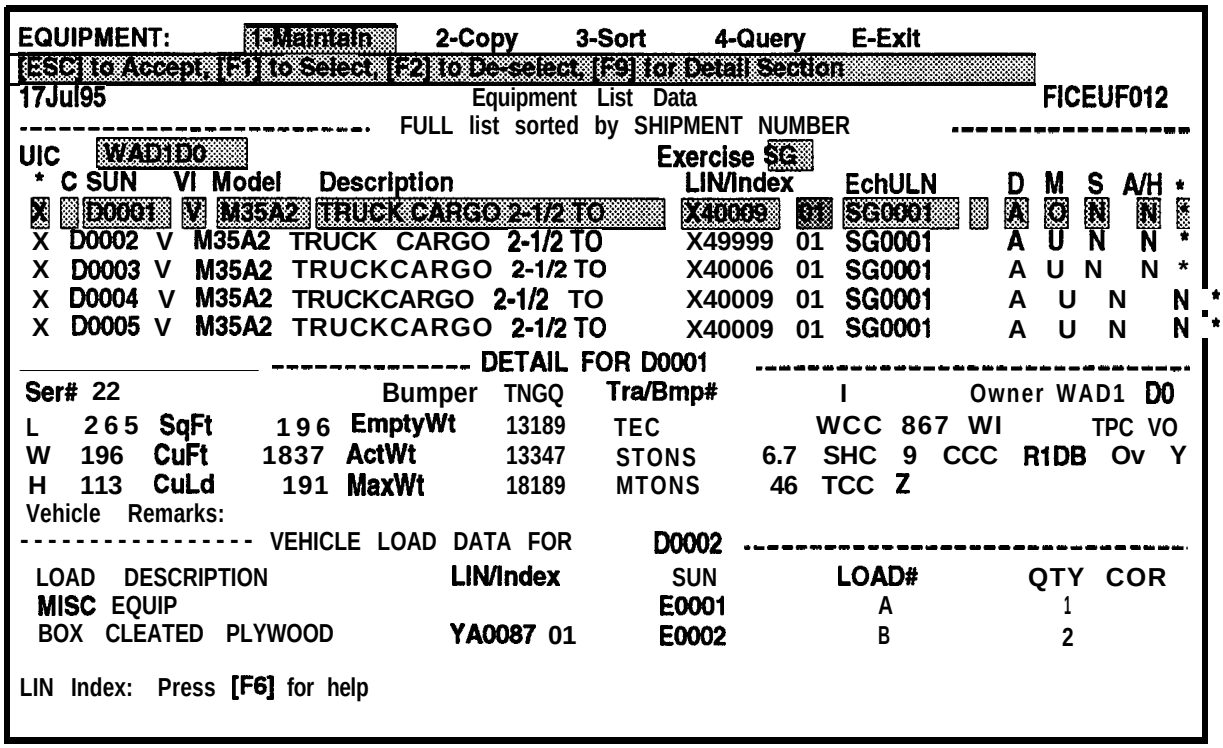

Figure 5-32. Equipment List Data Screen with Data
e. Select **Maintain** from the EQUIPMENT: ring menu. The **first** five pieces of equipment for the exercise you selected will be displayed in the Vehicle **Section** of the screen, as shown in Figure 5-32 . The first piece of equipment will he highlighted. The cursor will **be the Index field. The dimensional data and other detailed characteristics for this vehicle will be displayed in the Detail Section** of the screen. The **Load Section** (if any) will be displayed at the bottom of the screen.
e. Select **Maintain** from the EQUIPMENT: ring menu. The first five pieces of equipment for the exercise you selected will be displayed in **the Vehicle Section** of the screen, as shown in Figure 5-32 (page **5-90).** The first piece of equipment will he highlighted. The cursor will be **the Index field. The dimensional data and other detailed characteristics for this vehicle will be displayed in the Detail Section** of the screen. The **Load Section** (if any) will be displayed at the bottom of the screen.